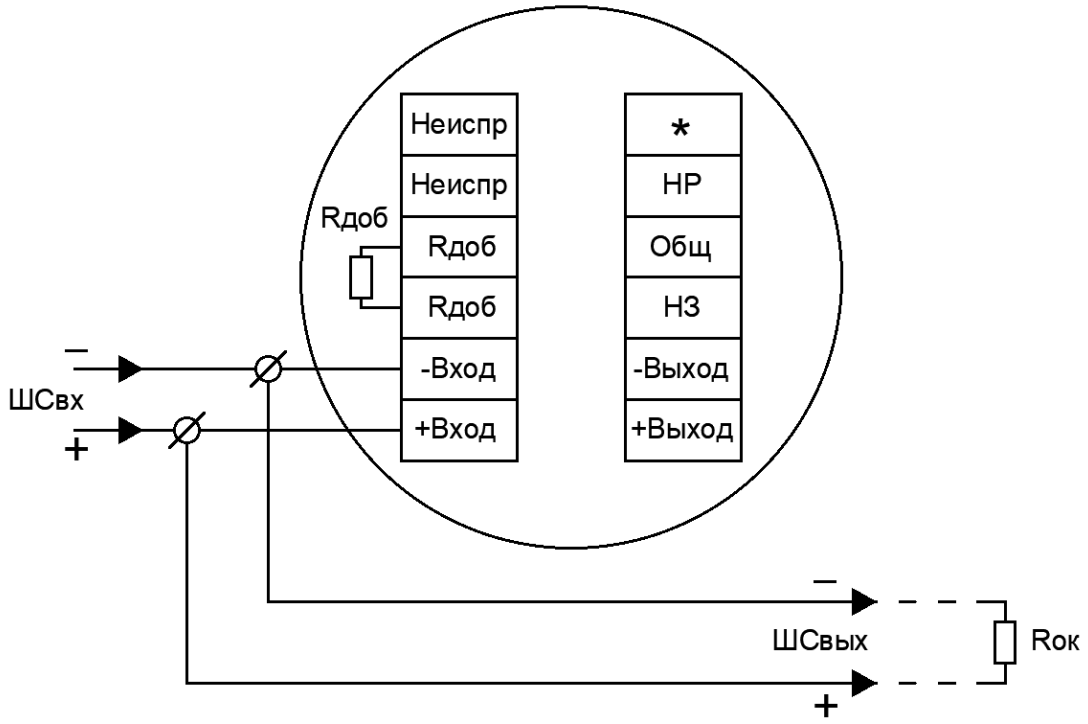

Рисунок 4 – 2-х проводная схема подключения без использования режима неисправность
- осуществить монтаж соединительного кабеля в кабельном вводе и соединить проводники в соответствии со схемой подключения, рис. 4 и 5.